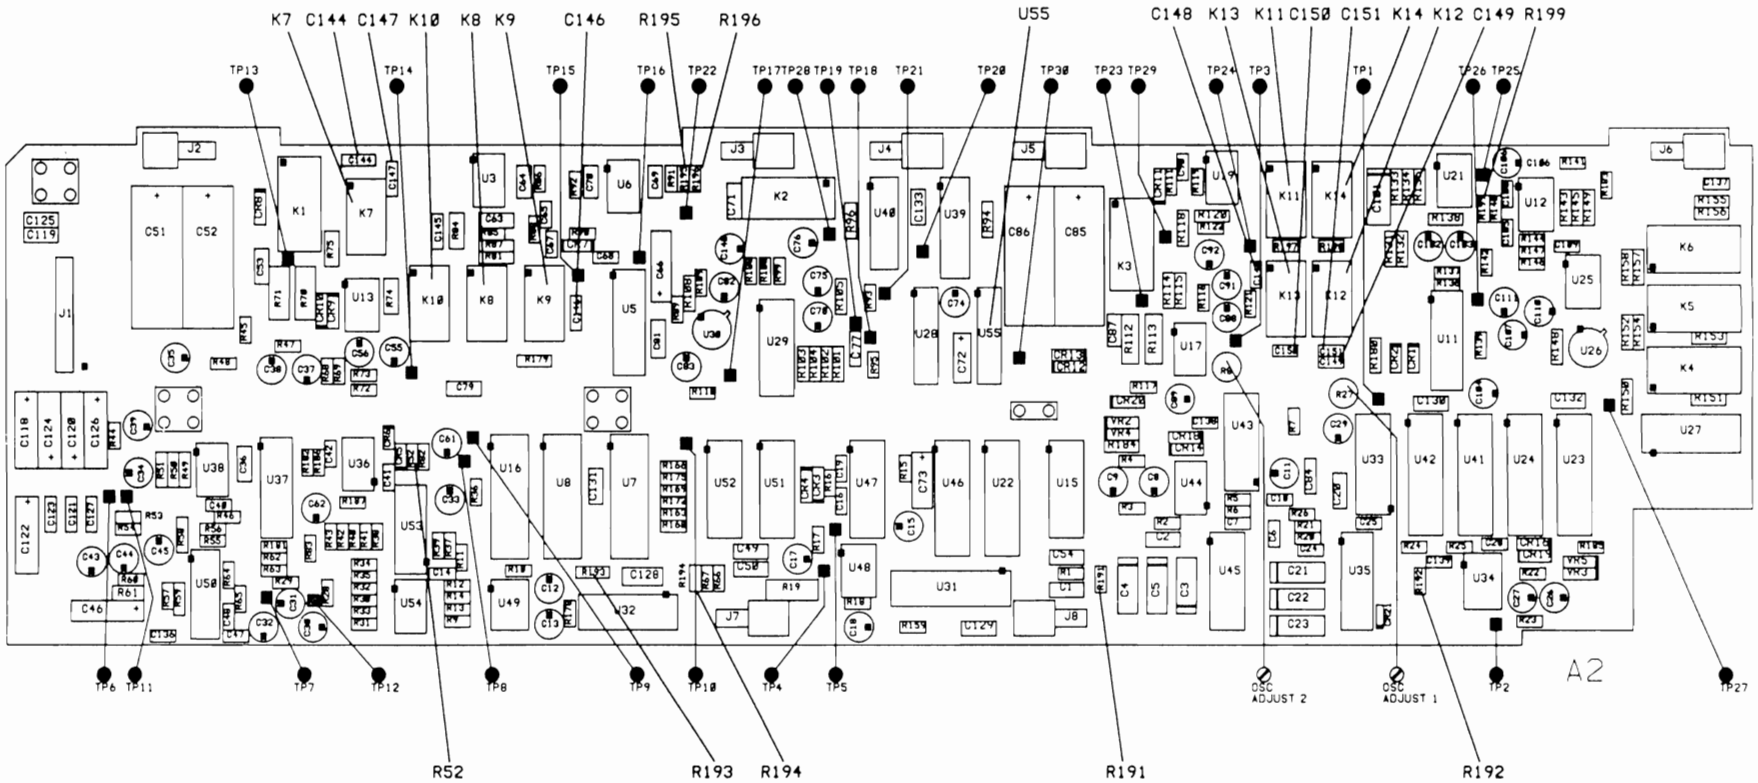

Figure 8J-112 Component Locator (27144A and above)
- Replace *Figure 8J-112 Component Locator* with the new *Figure 8J-112 Component Locator* on page 8J-112.3.